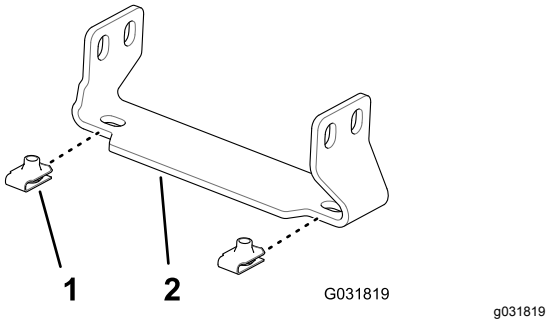

Rysunek 150
1. Załóż 4 nakrętki zaciskowe (część Toro nr 94-2413) na 2 wsporniki pokrywy środkowej sekcji (część Toro nr 131-3703-03) w sposób pokazany na (Rysunek 150).